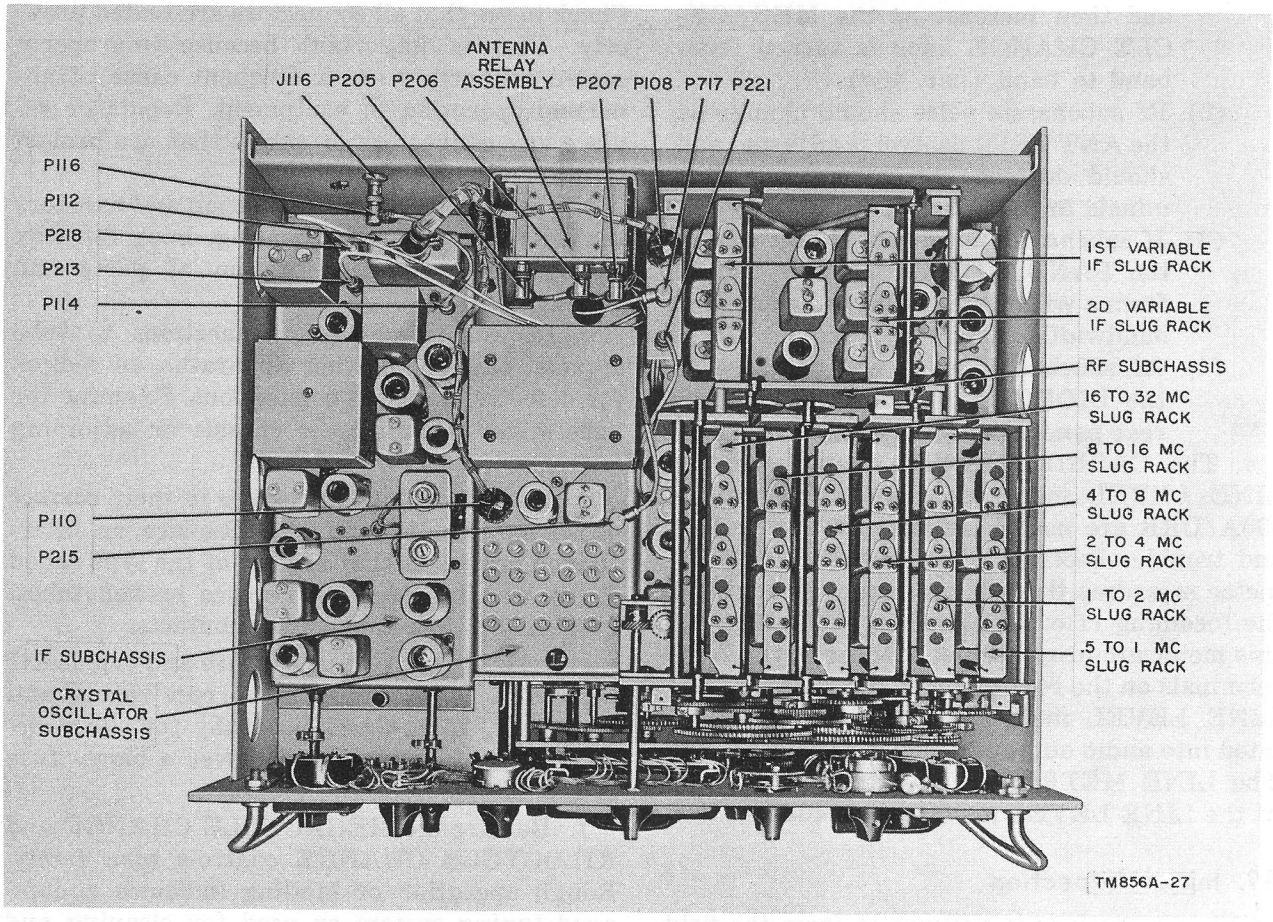

Figure 56. Radio Receiver R-390A/URR, top view.
(1) Set the frequency-indicator reading so that the first two digits are zeros and the last three digits read an even 100 kc or a multiple thereof between 500 and 900.
(2) Set the FUNCTION switch to CAL.
(3) Advance the RF GAIN control until a reading is obtained on the CARRIER LEVEL meter.
(4) Raise the .5- to 1-mc slug rack (fig. 56) slightly with the hand; the CARRIER LEVEL meter reading should decrease.
(5) Press down lightly on the .5- to 1-mc slug rack (fig. 56) slightly with the hand; the meter reading should decrease. If the reading increases when the slug rack is either raised or depressed, the camshaft is out of synchronization or electrical alignment is required.
(6) Repeat the procedures described in (1) through (5) above for each slug rack (fig. 56), setting the megacycle numbers on the frequency-indicator dial at a reading within the band covered by the slug rack being checked.